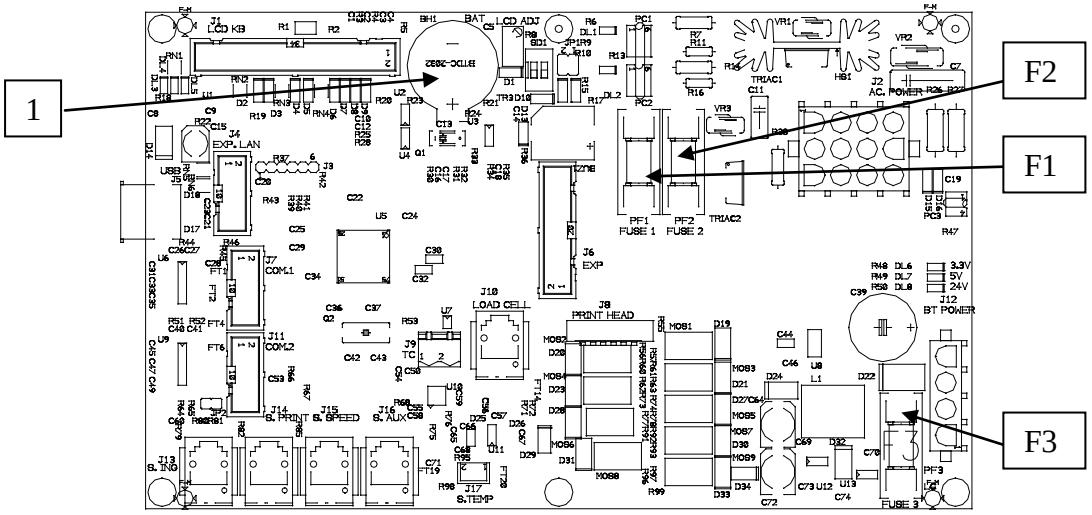

fig. 5.16
La batteria di mantenimento dati (*MBB nello schema elettrico al cap.6 e pos.1-fig.5.16*) è posta sulla scheda generale ed è necessario sostituirla quando viene visualizzato a display il corrispondente messaggio: “ **BATTERIA SOSTITUIRE** ”.